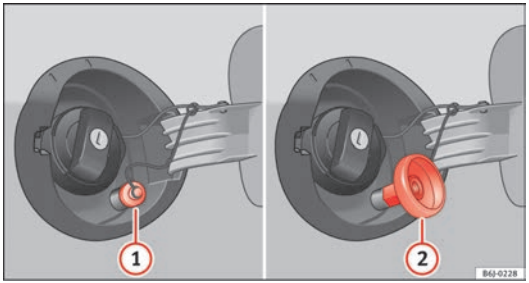

Fig. 122 Fuel tank open with LPG filler neck and adapter
– Unscrew the cap of the gas filler neck ⇒ Fig. 122 (1).
– Screw the required adapter ⇒ Fig. 122 (2) on the gas filler neck (1).
– Unscrew the adapter ⇒ Fig. 122 (2).
– Screw on the cap of the gas filler neck ⇒ Fig. 122 (1).